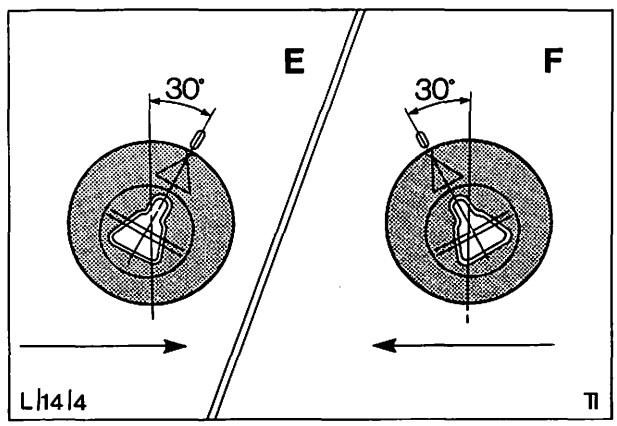

Abb. 27 Einbaulage der hinteren Büchse
2. Neue Büchse mit Gummischmierlösung nach Ford-Spezifikation 2M2C-1015-A oder 20%iger Seifenlösung einschmieren, Büchse mit Spitze des Dreieck-Innenrohres zur Einkerbung im Längsträger zeigend an ihre Einbaustelle bringen, Abb. 27, und mit Werkzeug 15-014 in den Längsträger einziehen.